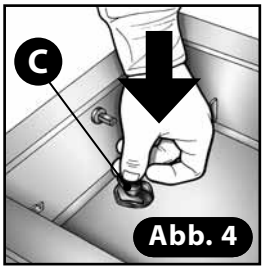

Abb. 4
5) Setzen Sie die Schutzkappe **(C)** in die mittlere Bohrung gemäß **(Abb. 4)**.
4) Bringen Sie das neue Band **(Abb. 4)** an und schneiden Sie die überschüssige Länge an den Enden ab **(Abb. 5)**.